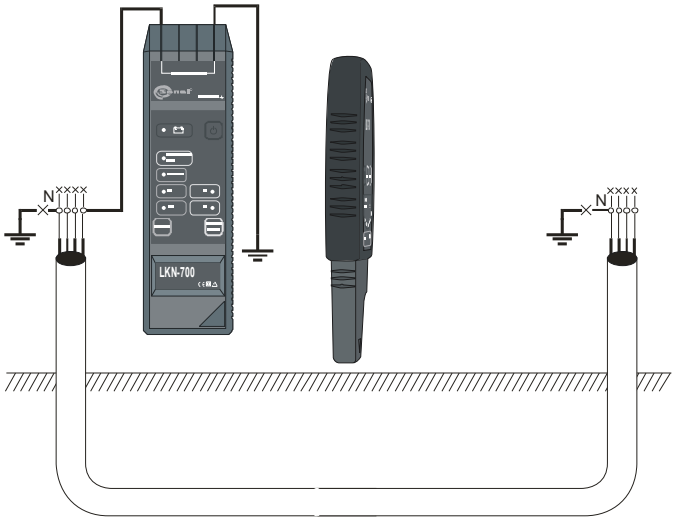

Рис.21 Поиск обесточенного кабеля под землей в открытой цепи
- Отключить фазный провод на щите (Рис.21);